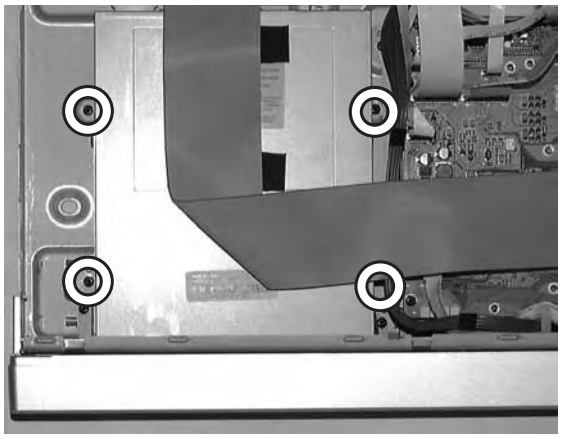

Figure 4-13
- Remove the 4 screws that fix the drive, see figure 4-13, and pull out the drive